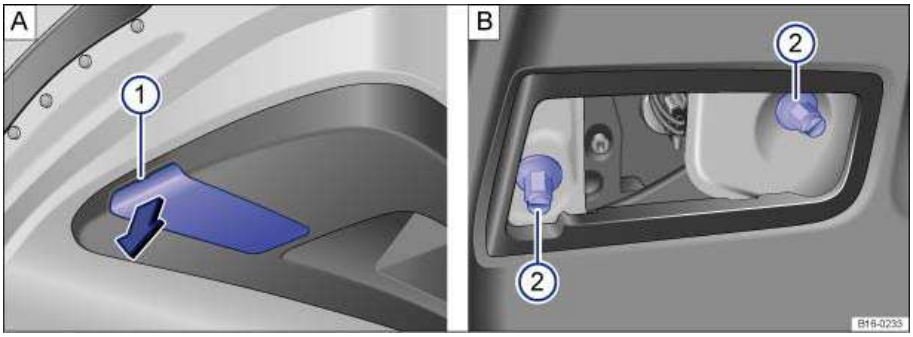
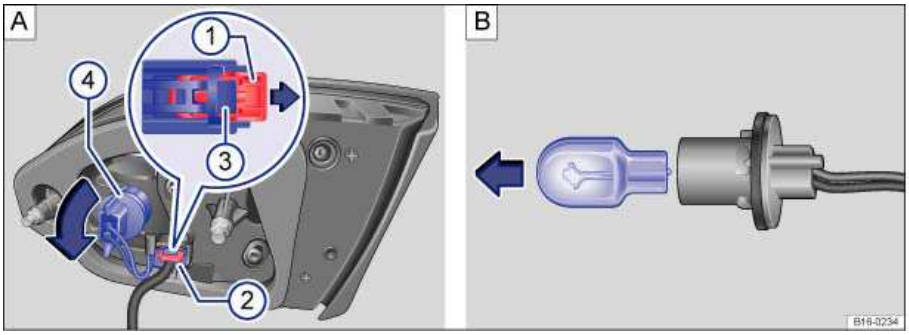

Fig. 180 In the luggage compartment lid: A: removing the cover on the LED taillight, B: Removing the LED taillight.
Fig. 181 LED taillight: A: Removing the bulb holder, B: Removing the bulb.
3.	Using the screwdriver from the vehicle tool kit, carefully pry the cover off with the flat blade of the screwdriver inserted in the opening **A** (1).
4.	Loosen the fasteners ⇒ fig. 180 **B** (2) and carefully remove the taillight with the connected wire from the luggage compartment lid.
5.	Pull the red retainer ⇒ fig. 181 **A** (1) in the direction of the arrow to release the lock on the connector **A** (2).
6.	Press the lock on the connector **A** (3) and disconnect the connector **A** (2).
7.	Turn the bulb holder **A** (4) in the direction of the arrow until it stops and remove it with the bulb.
9.	Insert the bulb holder **A** (4) in the taillight and turn it in the direction of the arrow until it stops.
10.	Connect the connector **A** (2) and press the red retainer **A** (1) in the opposite direction of the arrow.
11.	Hold the taillight in the installation position with one hand and tighten the bolts with the other hand ⇒ fig. 180 **B** (2).
8.	Pull the burned out bulb out of the bulb holder in the direction of the arrow and replace it with a new bulb of the same type ⇒ fig. 181 **B**.